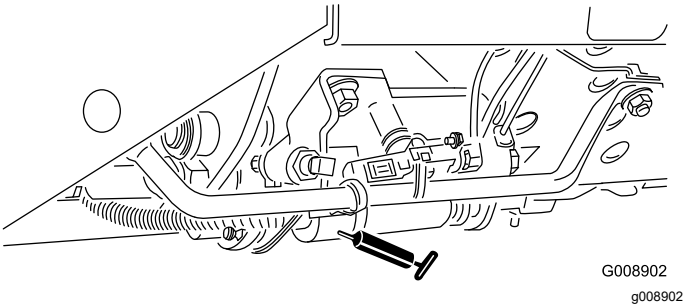

Rysunek 64
- Suwak koszenie/transport (Rysunek 64)